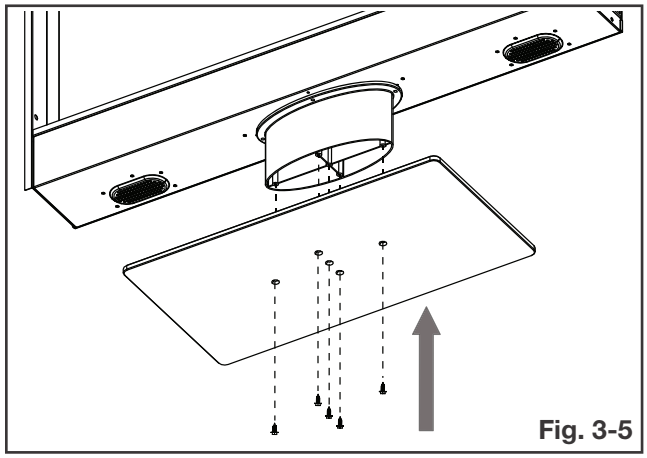

Fig. 3-5
F. Secure the glass base into the center piece using 5 screws (supplied) **(Fig. 3-5)**.